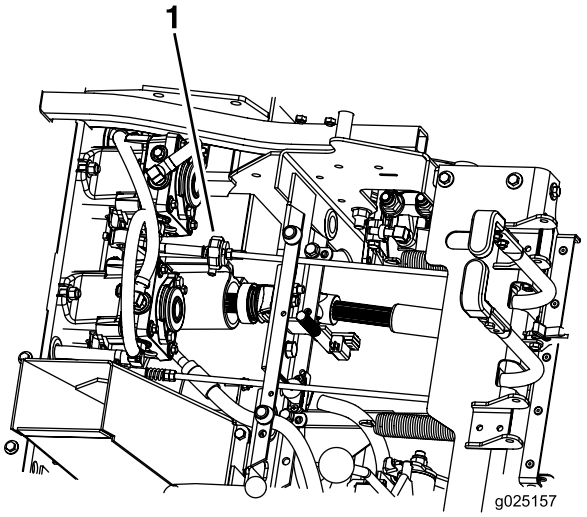

Figur 50
6. Kontroller at maskinen ikke beveger seg i fri når parkeringsbremsen er deaktivert (Figur 50).